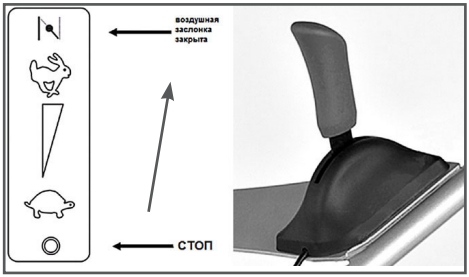

Рис. 12 Положение рычага газа при запуске двигателя
1. Установите рычаг газа в положение «Воздушная заслонка закрыта» (Рис.12).